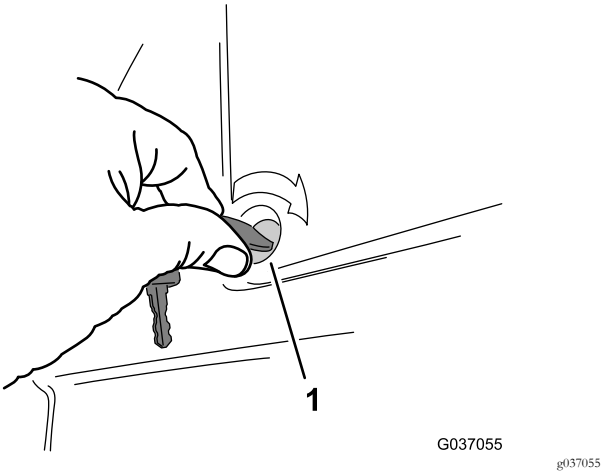

Figura 42
3. Fissate il coperchio alla piattaforma ruotando in senso orario i 2 dispositivi di fissaggio a un quarto di giro (Figura 42).